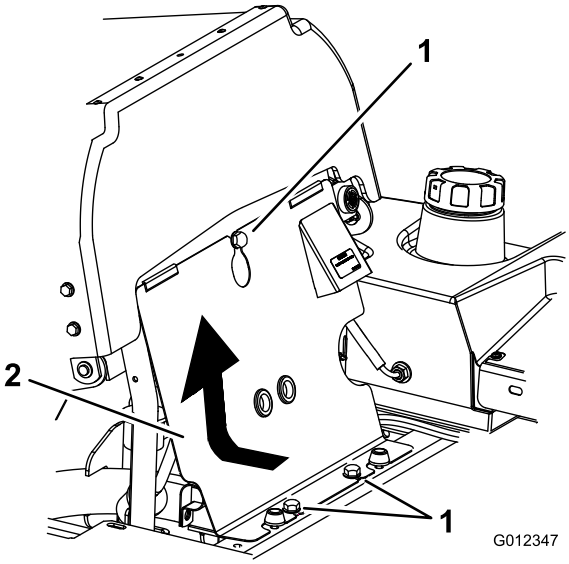

**Figur 69**
3. Vipp setet fremover, løsne boltene og ta bort det fremre motorpanelet (Figur 69).